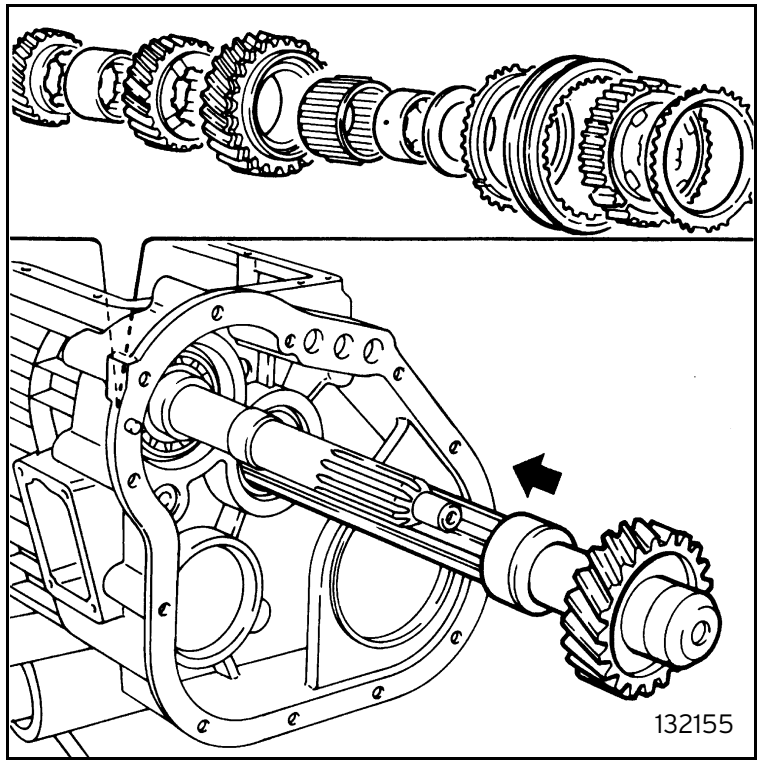

Fig. 56
- strip down the previously assembled countershaft, maintaining the assembly order, then insert the countershaft into the gear housing and progressively fit on all the components in the sequence given in the CHECKS section (figure 56);